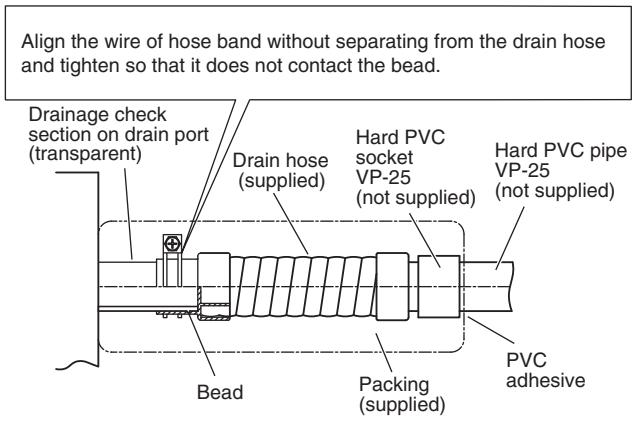

Fig. 2-122
The transparent drain part on the unit allows you to check drainage. (Fig. 2-122)
- **Tighten the hose clamps so their locking nuts face upward. (Fig. 2-122)**